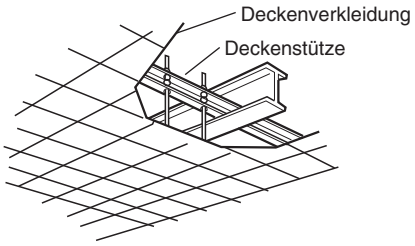

Abb. 3-4
- Die bereits vorhandenen Deckenstützen verwenden bzw. eine geeignete Stütze anfertigen (Abb. 3-4).